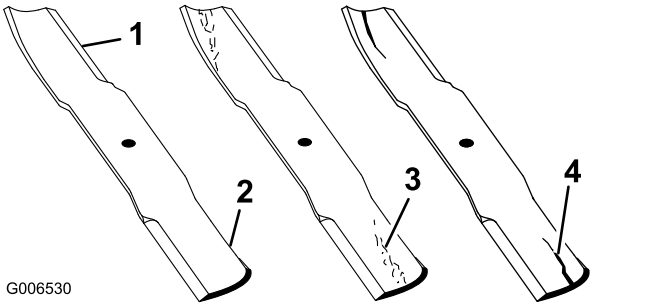

Figure 71
1. Examinez le tranchant des lames (Figure 71).
4. Remplacez immédiatement toute lame fendue, usée ou qui présente une entaille (Figure 71).